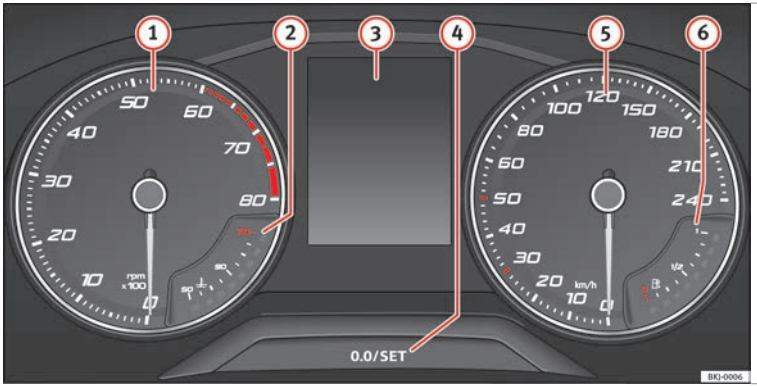

Fig. 125 Instrument panel, on dash panel.
The rev counter indicates the number of engine revolutions per minute ››› Fig. 125 (1).
Never allow the rev counter needle ››› Fig. 125 (1) to go into the red zone on the scale for more than a very brief period, otherwise there is a risk of engine damage.
A variety of information can be viewed on the instrument panel display ››› Fig. 125 (3) depending on the vehicle equipment:
- Briefly press the button ››› Fig. 125 (4) to reset the trip recorder to 0.
- Keep the button (4) pressed for about 3 seconds and the previous value will be displayed.
- To set the time, keep the button ››› Fig. 125 (4) pressed for more than 3 seconds to select the hour or minute display.
- To continue setting the time, press button (4). Hold button down to scroll through the numbers quickly.
- Press the button (4) again in order to finish setting the time.
Hold the button ››› Fig. 125 (4) down for more than 15 seconds to display the identifying letters of the vehicle engine (MKB). To do this, the ignition must be switched on and the engine switched off.